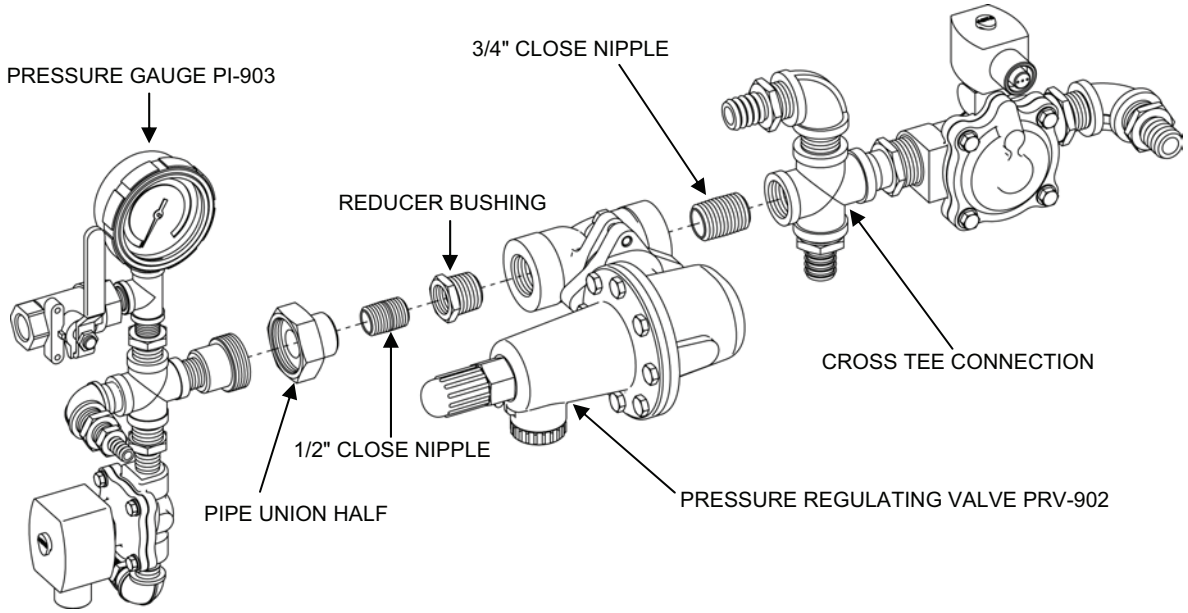

Figure 4. Pressure Regulating Valve PRV-902.
3. Remove Pressure-Regulating Valve PRV-902 from the Air System Section 3 assembly as follows (see Figure 4):
b. Make sure that the position of the new pressure-regulating valve matches that shown in Figure 4.
f. Make sure the position of all components match Figure 4.